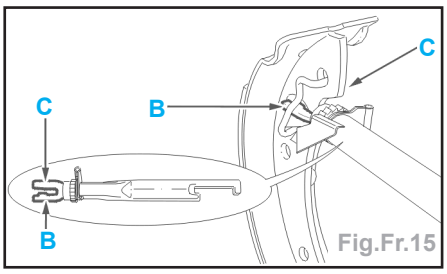

Fig.Fr.15
- Positionner correctement le mécanisme de rattrapage (Fig.Fr.15) :
- partie crantée (B) côté tambour,
- partie biseautée (C) côté plateau.